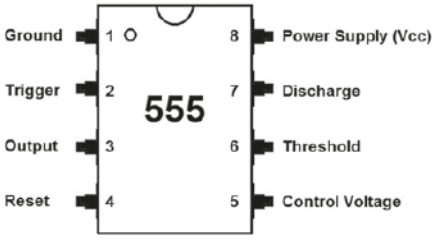

Rysunek 2. Opis wyprowadzeń timera 555
Układ sterownika jest bardzo prosty i wymaga tylko kilku elementów. Ze schematu ideowego pokazanego na **rysunku 1** widać, że układ wykorzystuje timer 555 pracujący jako generator o mniej więcej stałej częstotliwości (ok. 13 kHz) z możliwością regulacji szerokości impulsu. W związku z tym możemy sterować średnią wartością prądu zasilającego diody LED, a tym samym ich jasnością, poprzez zmianę wartości elementów w obwodzie generatora. Timer 555 to powszechnie używany układ scalony (IC) w obudowie ośmionóżkowej, mający wielorakie zastosowanie w elektronice, w tym jako generator impulsów czy układ odmierzania czasu (timer). Napięcie zasilania układu scalonego może wynosić od 4,5 V do 16 V. **Rysunek 2** pokazuje rozkład wyprowadzeń układu 555.